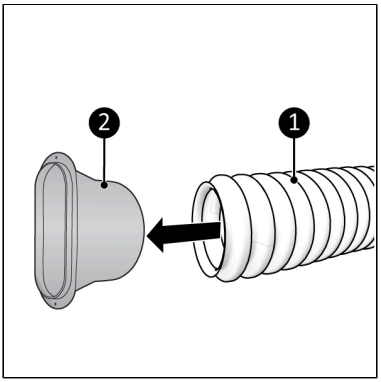

Figure 60.
2. Reliez le raccordement de kit de fenêtre (Figure 60, pos. 2) à l'autre extrémité du flexible de sortie d'air chaud (Figure 60, pos. 1).